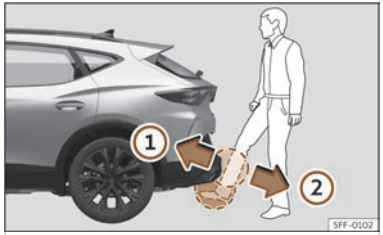

Fig. 86 Rear lid with sensor-controlled opening (Easy Open).
- With a brisk movement, bring your foot and lower leg as close as you can to the bumper. The lower part of the leg needs to be close to the upper sensor area and your foot to the lower sensor area ››› **Fig. 86 ①**.
- Quickly remove your foot and lower leg from the sensor areas ››› **Fig. 86 ②**. The rear lid will open automatically.